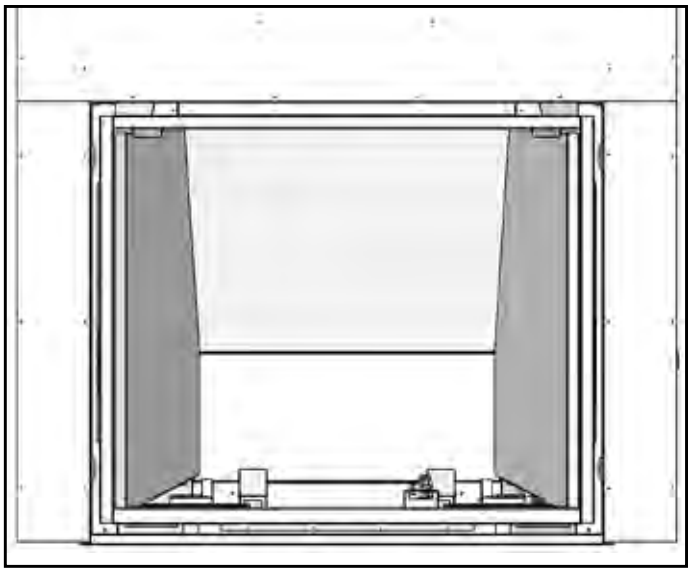

Figure 45: Top Porcelain Panel in Place.
5. Install the Top Panel by placing it on top of the Rear Panel and behind the Left Panel (see Figure 45). Hold it with one hand or have someone else hold it for you while you place the last panel. WARNING: If this panel falls from this location it will possibly break or the paint work will become chipped.